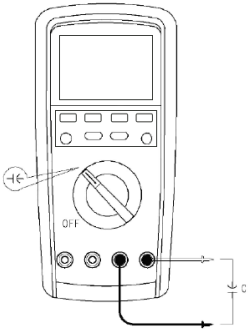

Рис. 7 Измерение ёмкости
7.6 Измерение ёмкости (см. рис. 7)